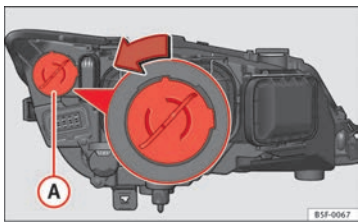

Fig. 141 Lâmpada luz diurna
– Rode o porta-lâmpadas ⇒Fig. 141 (A) para a esquerda e puxe.